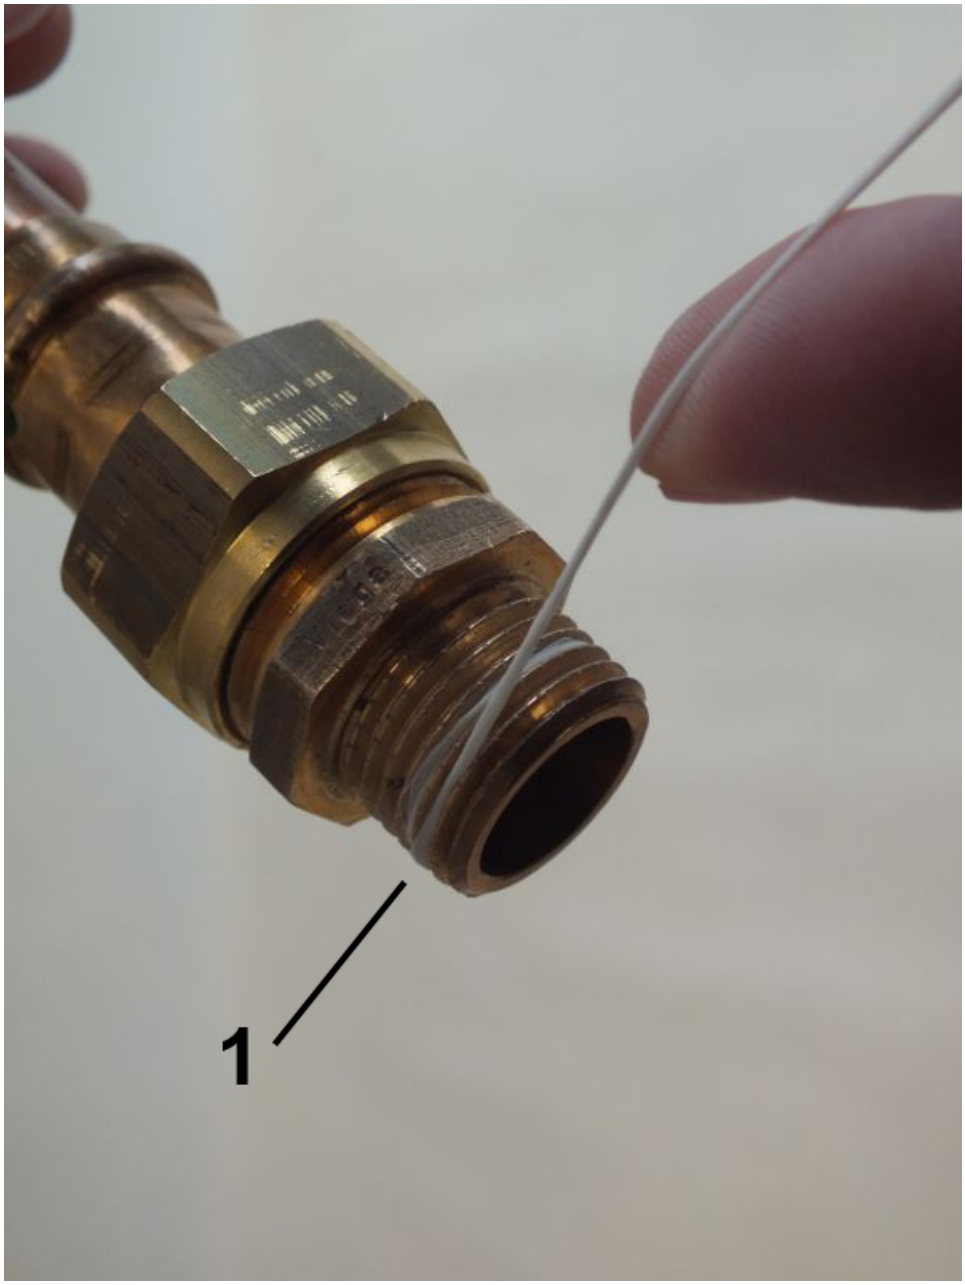

Fig. 8: Apply sealing thread
2. Apply sealing thread (*Fig. 8*/1) to the napped area in the threaded direction. Observe the quantity recommended by the sealant manufacturer.